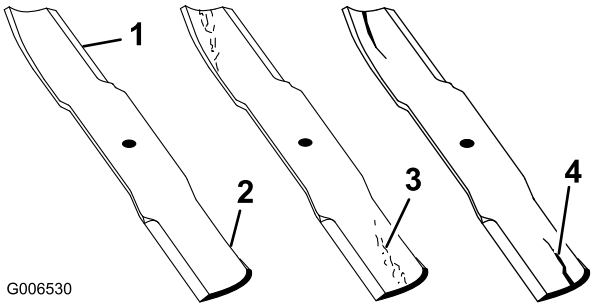

Figur 79
1. Undersøk kniveggene (Figur 79).
2. Undersøk knivbladene, spesielt buen (Figur 79).
Hvis du finner skader, slitasje eller ser at det begynner å dannes spor i denne delen av kniven (Figur 79), må den skiftes ut øyeblikkelig.